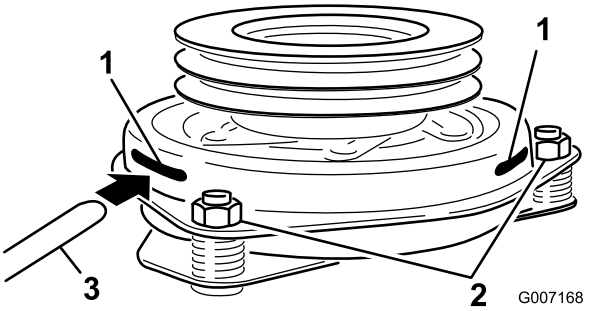

Figur 63
8. Sett et 0,381 til 0,533 mm følerblad gjennom en kontrollslisse på siden av enheten. Påse at følerbladet er mellom armaturen og rotorens friksjonsoverflater (Figur 63).
9. Stram låsemutrene til følerbladet sitter fast, men er løst nok til at det beveger seg lett i luftgapet (Figur 63).